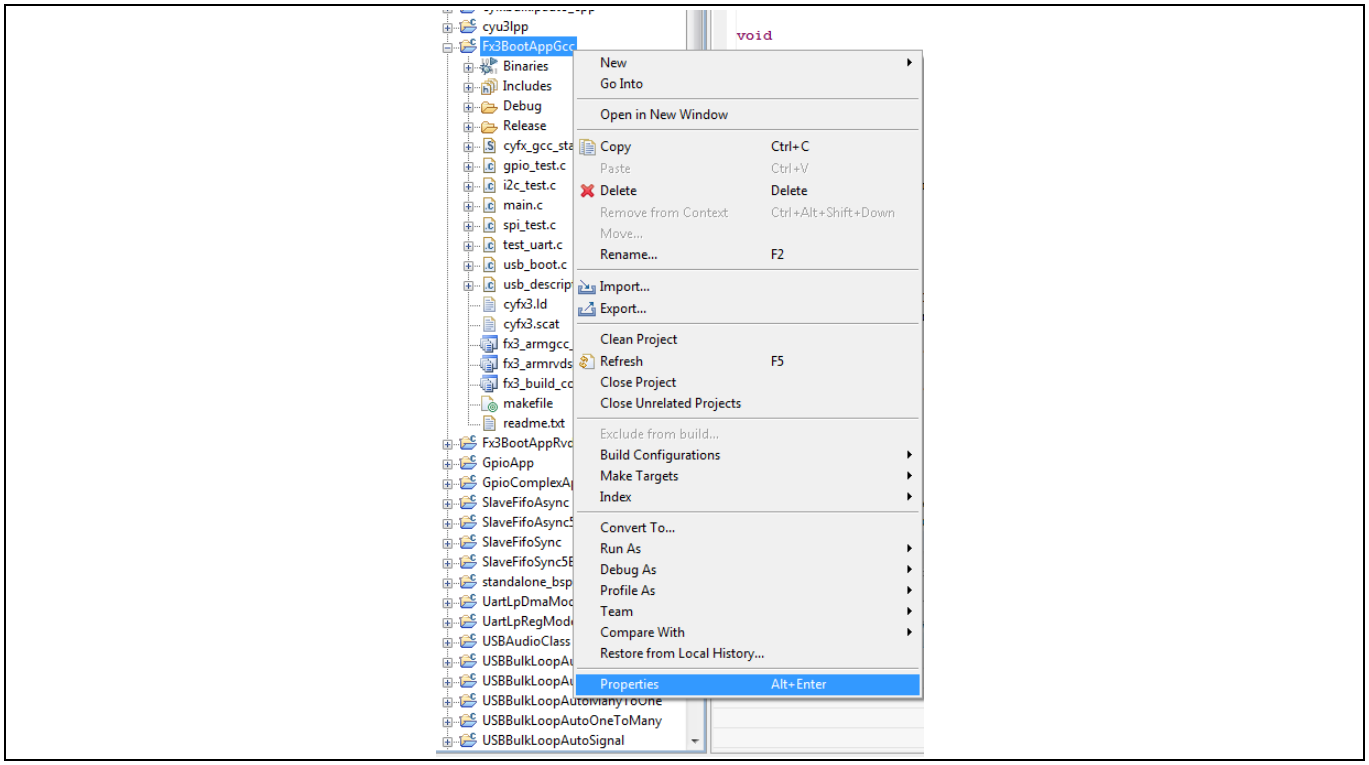
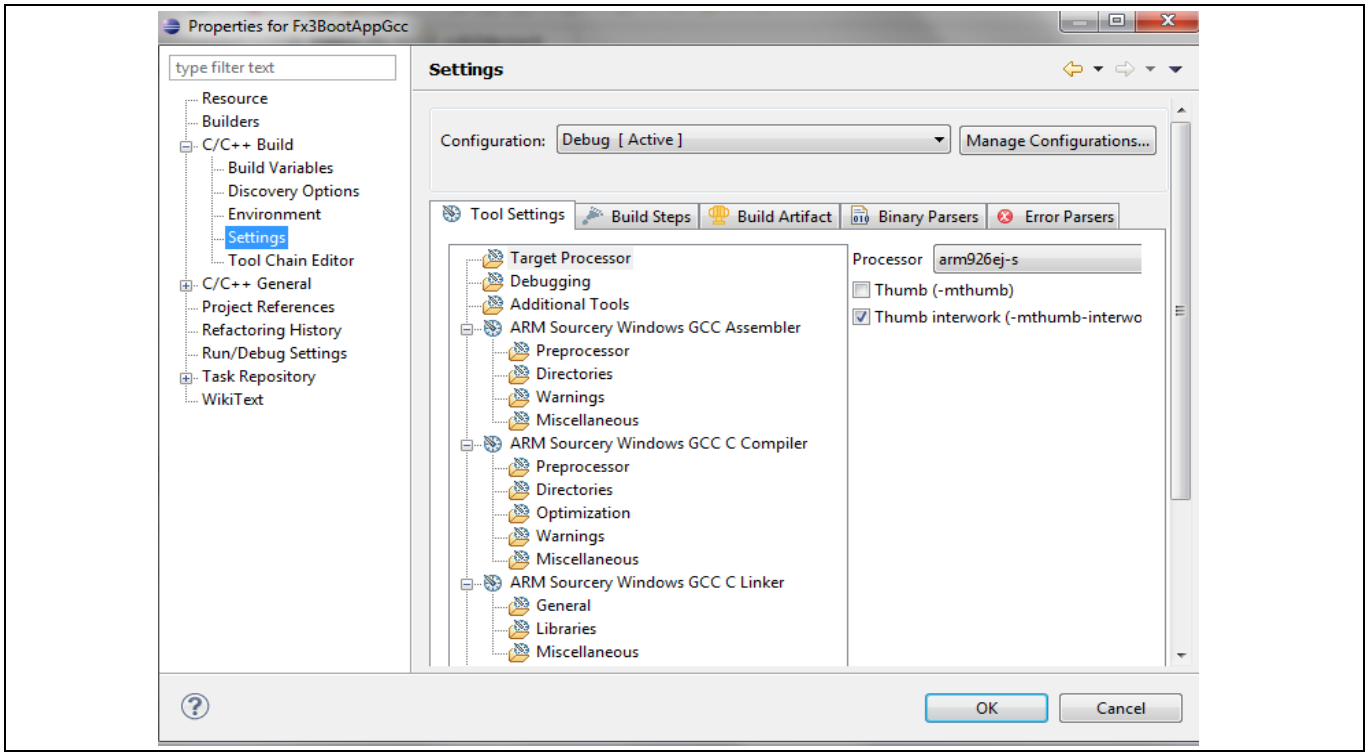
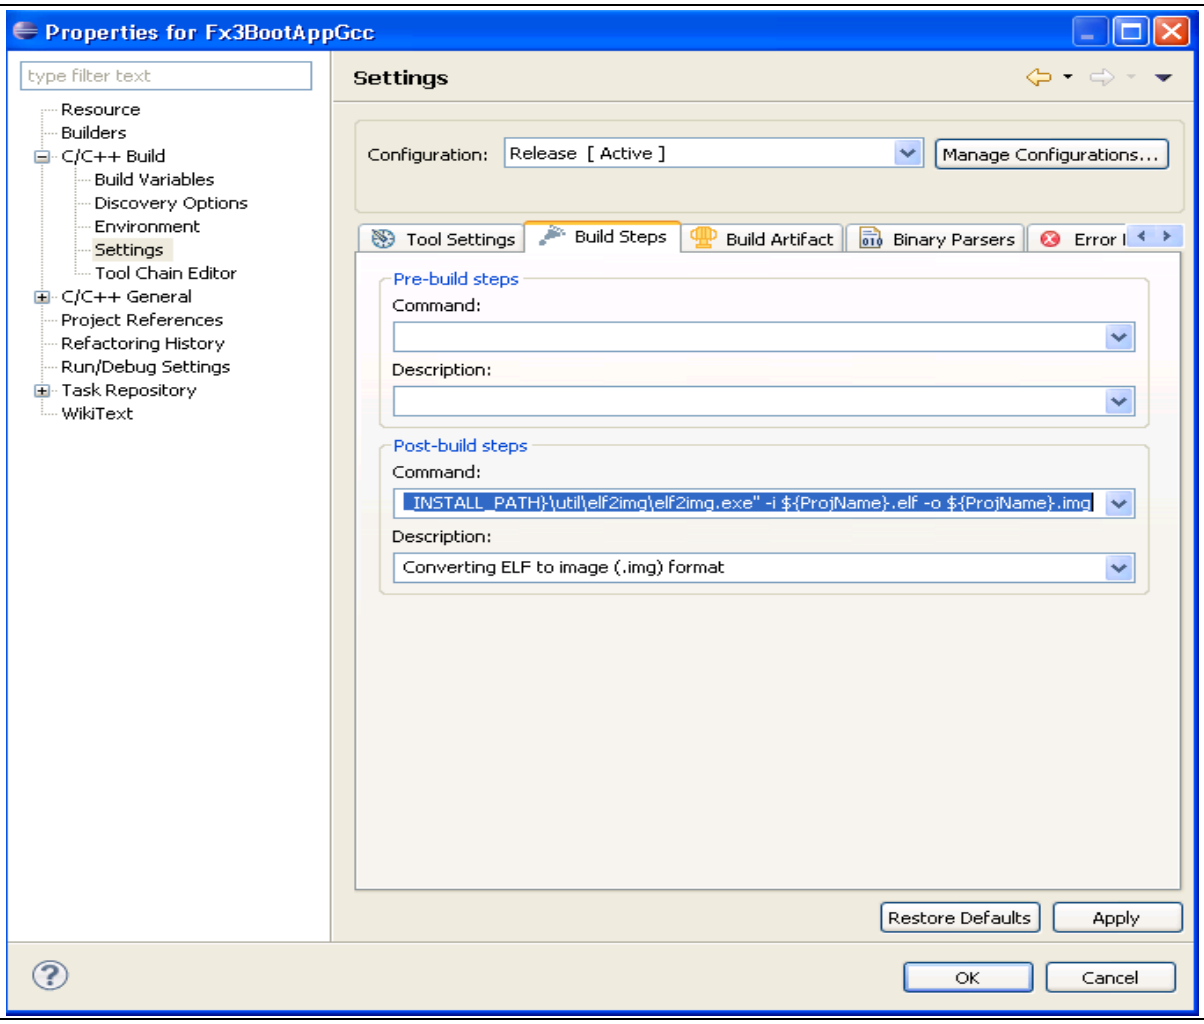

Figure 13 Eclipse IDE でプロジェクトを右クリック
Figure 14 「Settings」を選択
Figure 15 USB ブート イメージ用の elf2img コマンド コンフィギュレーション (ビルド後ステップで)
1. **Figure 13**, **Figure 14**, および **Figure 15** に示すように、Eclipse IDE でファームウェア イメージをビルドしてください。